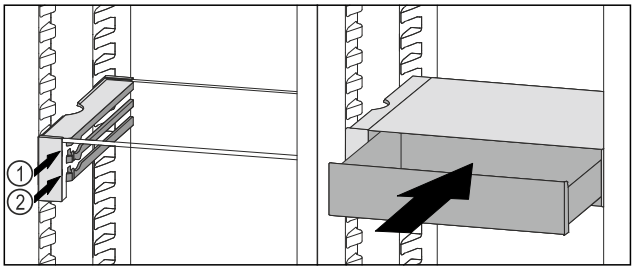

Fig. 99
▶ VarioSafe-Schubfach hinter den Stoppern auf gewünschter Rippe *Fig. 99 (1)* oder *Fig. 99 (2)* aufsetzen.